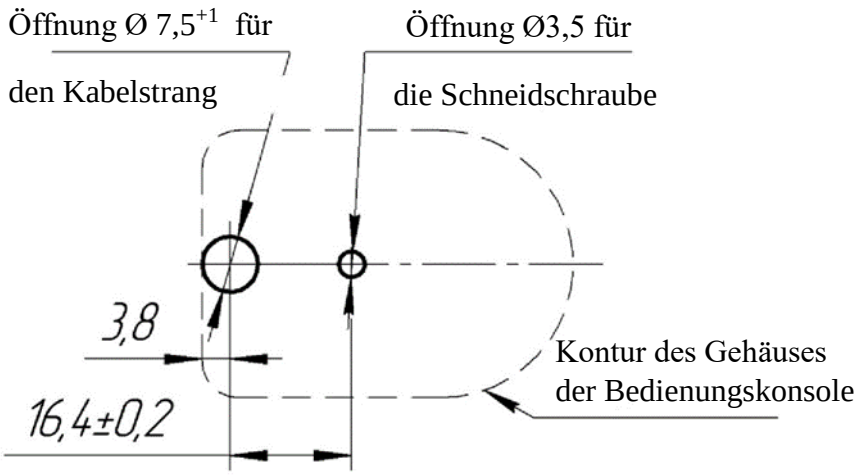

Abb. 1
- Markierungen (s. Abb. 1) für Montageöffnungen an der Anbaufläche (Befestigungsfläche) der Bedienungskonsole aufbringen (Öffnung für den Kabelstrang und Öffnung für die Schneidschraube).